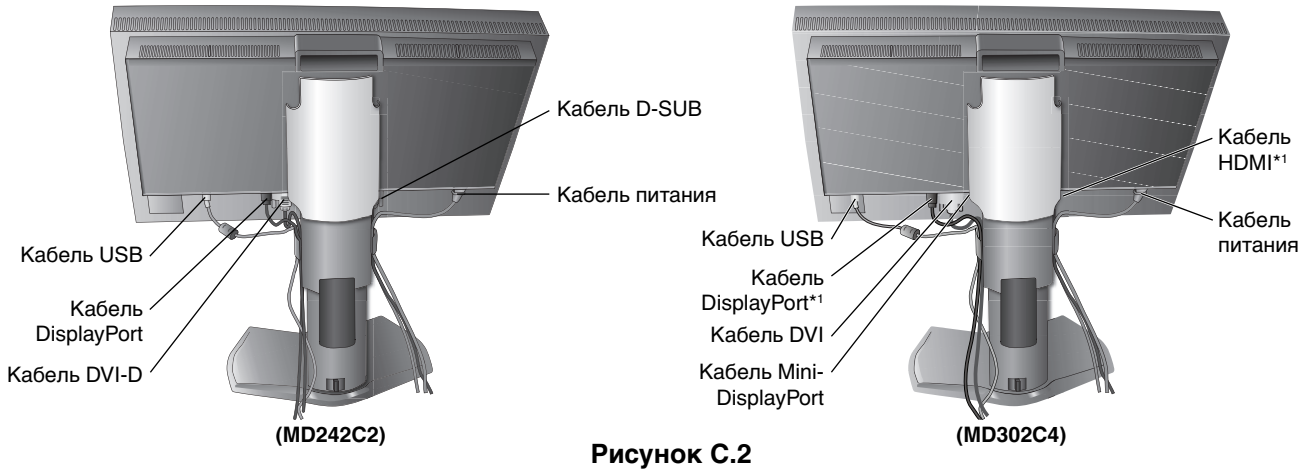

**Рисунок C.2**
5. Кабели должны размещаться в отсеке подставки, предназначенном для распределения кабелей. Надежно закрепите кабели в кабельных каналах (**Рисунок C.2** and **Рисунок C.3**).